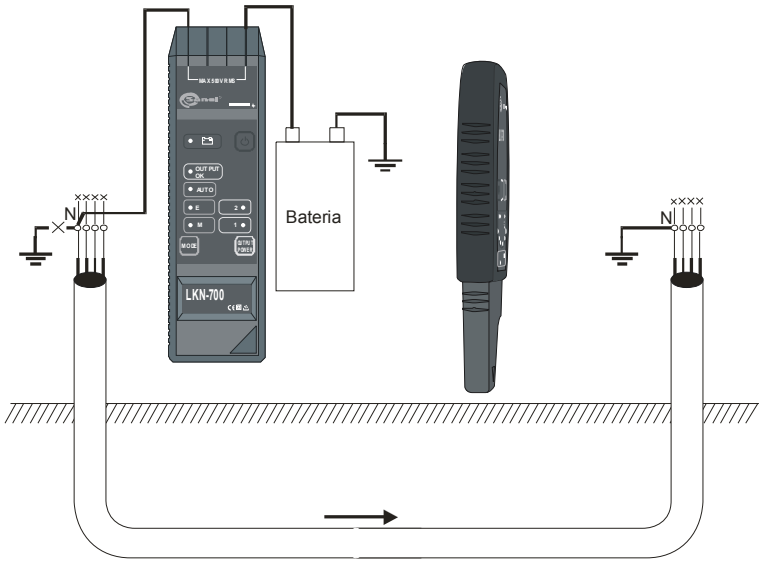

Рис.17 Поиск обесточенного кабеля в земле с использованием дополнительного источника питания – переменное или постоянное напряжение до 500 В.
- Клавишей 4 MODE установить режим работы «ток» „**M**" или „**AUTO**". Подключить дополнительный источник напряжения (Рис.17);